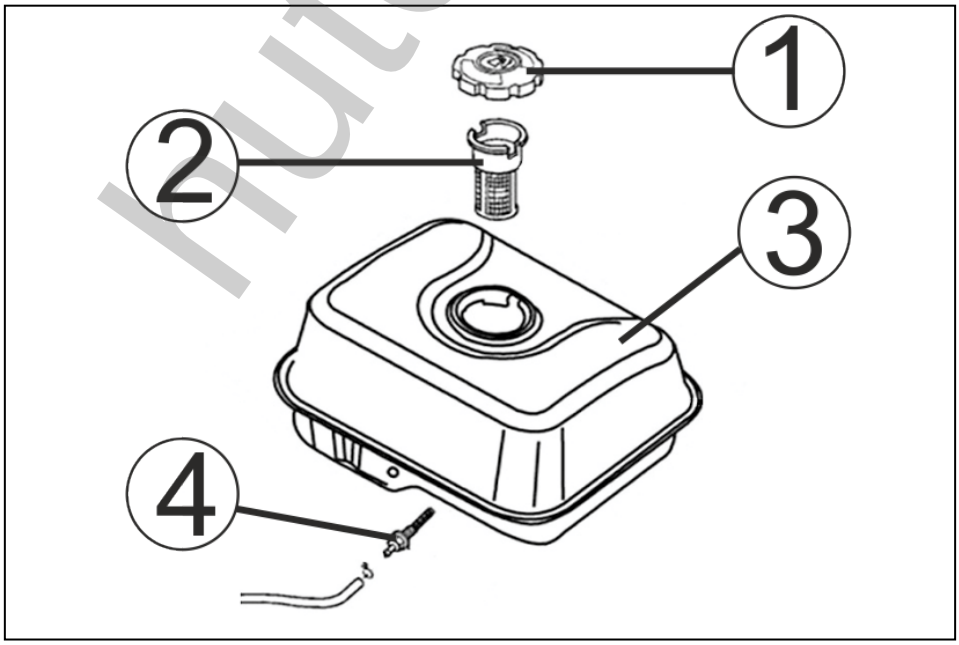

Рис. 18. Расположение топливных фильтров.
В топливном баке установлены два сетчатых топливных фильтра. Один фильтр находится в заливной горловине топливного бака. Второй фильтр установлен внутри бака (Рис. 18).
3. Выкрутите из топливного бака выходной штуцер (4) (Рис. 18) и произведите его очистку. При обнаружении механических повреждениях замените штуцер топливного бака.